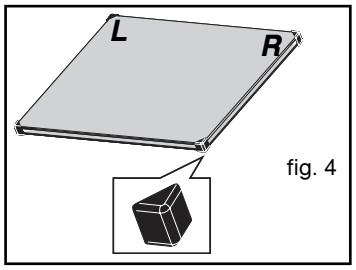

fig. 4
- Om nødvendig, ta ut hele dørens indre glassenhet. Denne enheten består av ett eller to glass avhengig av modell med en svart gummisperre i hvert hjørne (fig. 4).